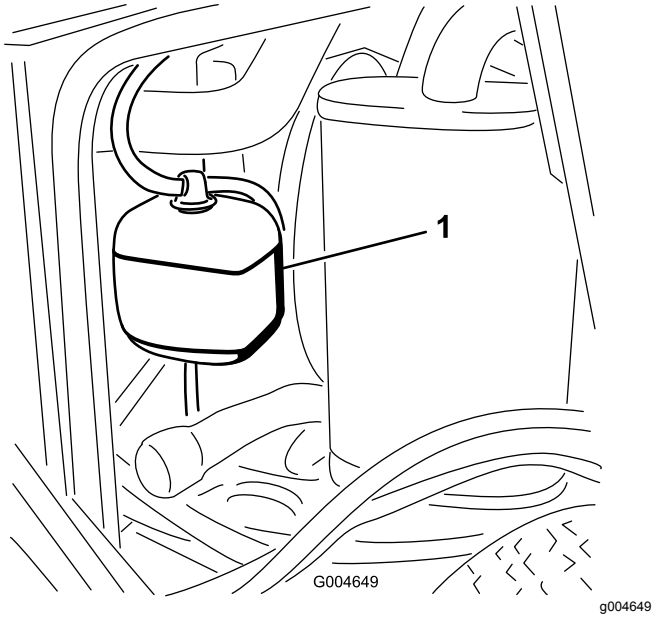

**Rysunek 43**
1. Sprawdź poziom płynu chłodzącego w zbiorniku wyrównawczym (Rysunek 43).